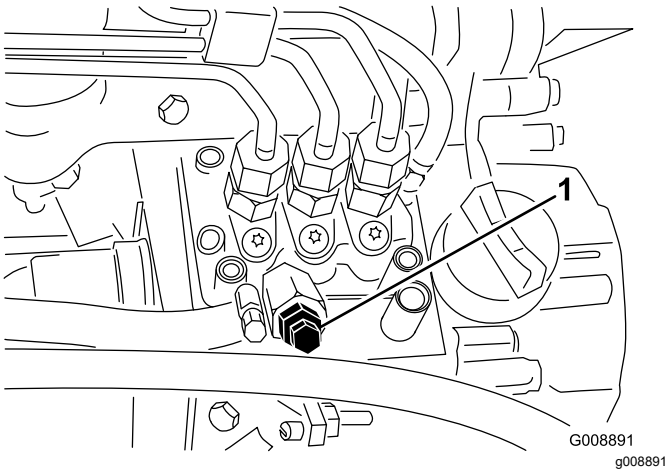

Figur 35
3. Åbn udluftningsskruen på brændstofindsprøjtningspumpen (Figur 35).